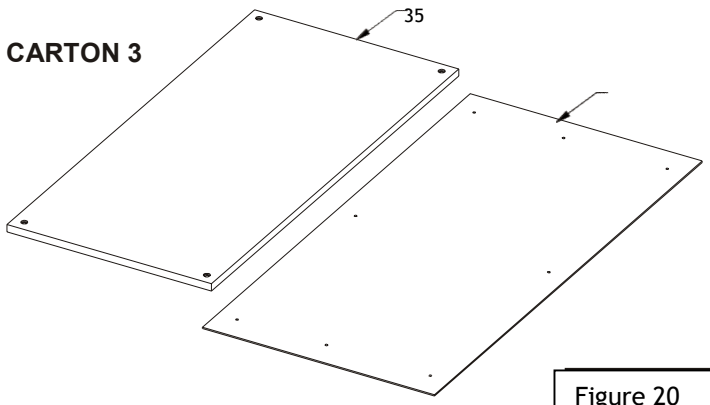

Figure 20
1. UNPACKING: Save Carton #1! (You will need the two long lift housing cartons (overpack, telescoping box and foam blocks) for warranty repairs. So please save them!) The Versa Lift is packed in three cartons. The carton contents are shown below in Fig. 20. The fasteners shown in Fig. 20 inset will be in a hardware bag (you don't need to count the hardware). Open the cartons and check the contents to locate all of the items in Fig. 20. Also, check the components in all three cartons for any damage. If any components are missing or damaged, do not proceed with assembly. Contact us to get needed replacements for any missing or damaged items.